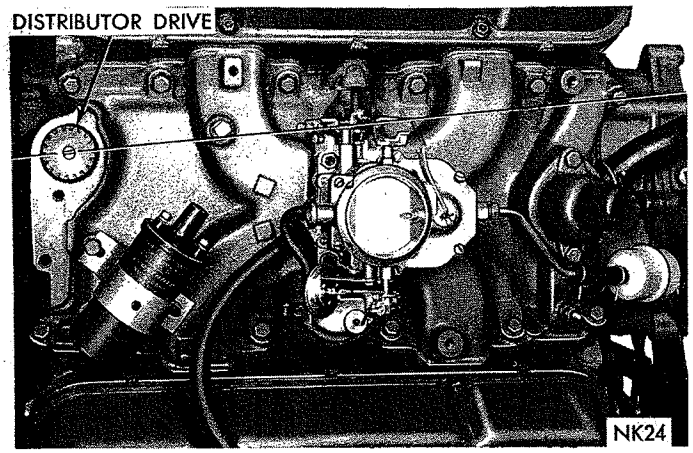

*Fig. 29—Position of Distributor Drive Shaft*
(14) Install damper hub retainer washer and bolt.
(15) Install fuel pump and fuel lines.
(16) Install water pump and housing assembly using new gaskets. Tighten bolts to 30 foot-pounds.
(17) Install radiator, fan and belt, hoses and close drains.
(18) Fill cooling system.
(19) With timing indicator on "O" install distributor drive gear with slot pointing to the first intake manifold bolt on left side of engine (Fig. 29).
(1) Rotate crankshaft until No. 1 cylinder is at top dead center on the firing stroke.
(2) When in this position, the straight line on vibration damper should be under ("O") on the timing indicator.
(3) Coat shaft and drive gear with engine oil. Install the shaft so that after gear spirals into place, it will index with the oil pump shaft, so slot in top of drive gear will point to the first intake manifold bolt on left side of engine as shown in (Fig. 29).